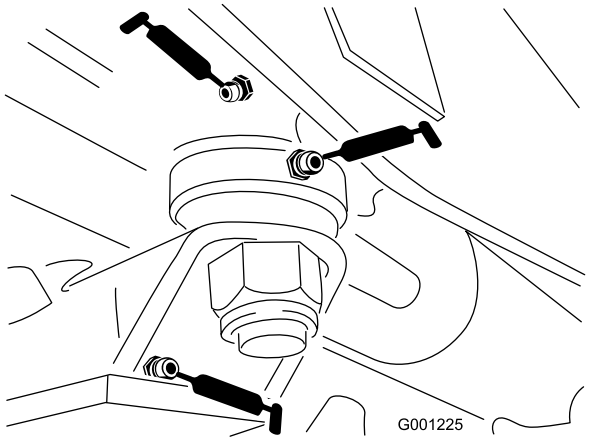

Figuur 43
- Lagerbussen van stuurplaat (Figuur 43)
- Lagerbus van aspen (Figuur 43)